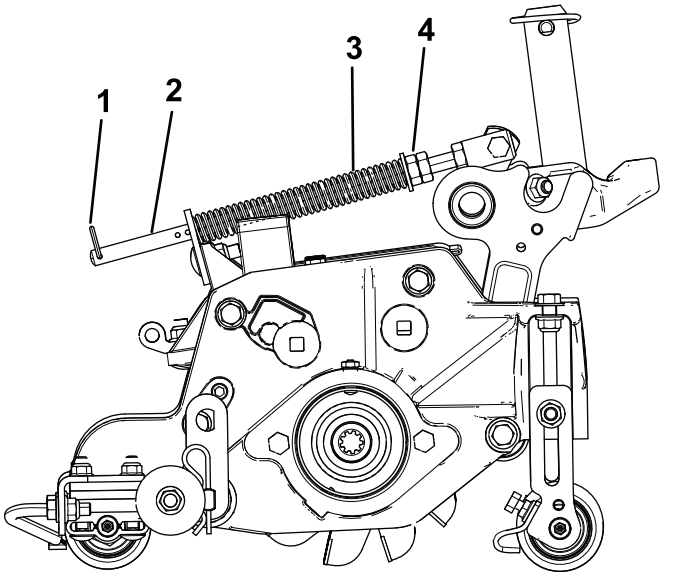

Figura 15
1. Asegúrese de que el pasador de horquilla está instalado en el taladro del extremo de la varilla del muelle (Figura 15).
2. Apriete las tuercas hexagonales del extremo delantero de la varilla del muelle hasta que la longitud comprimida del muelle sea de 15,9 cm (Figura 15).